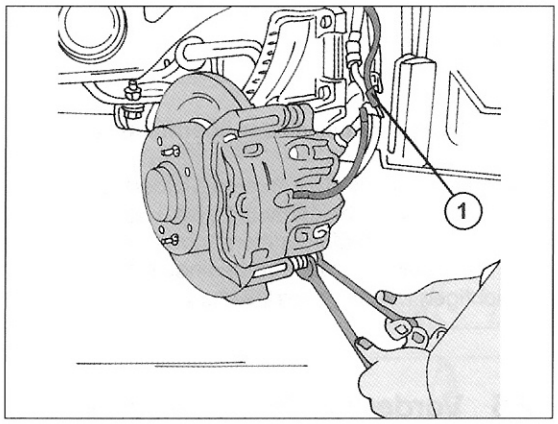

Bild 290
- Das Kabel vom Verschleißanzeiger der Bremsklötze abschließen. Dies geschieht an der Seite des Federbeins/Bremssattels. Zu trennen ist die in Bild 290 gezeigte Kabelverbindung (1).
- Das Kabel für den Verschleißanzeiger mit dem Stecker verbinden (siehe Bild 290).